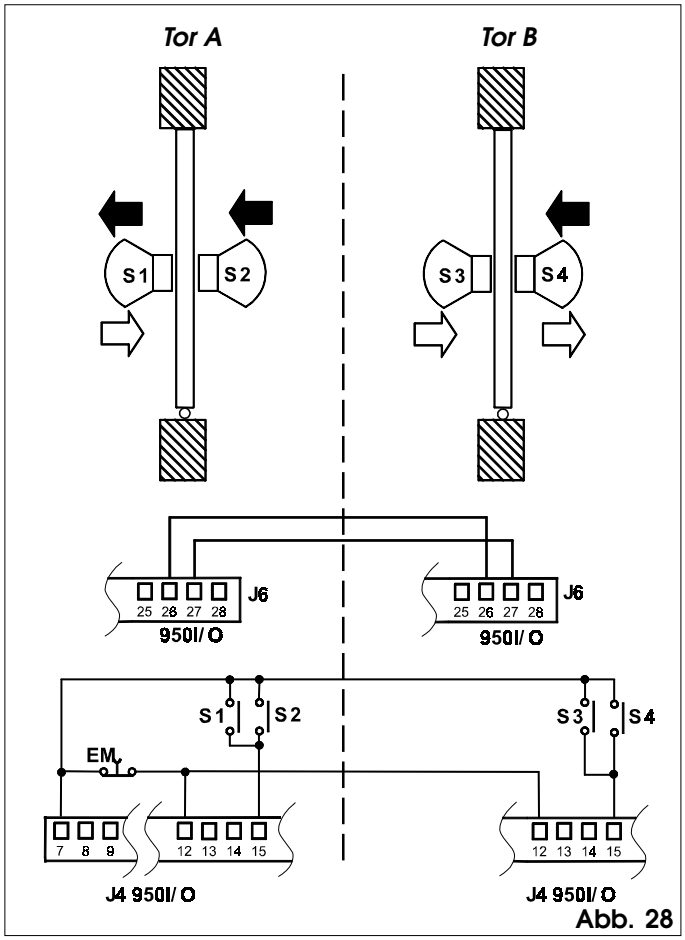

Abb. 28
• Die Anschlüsse zwischen den Geräten 950I/O der beiden Automationen und der Sensoren laut Abb. 28 vornehmen.